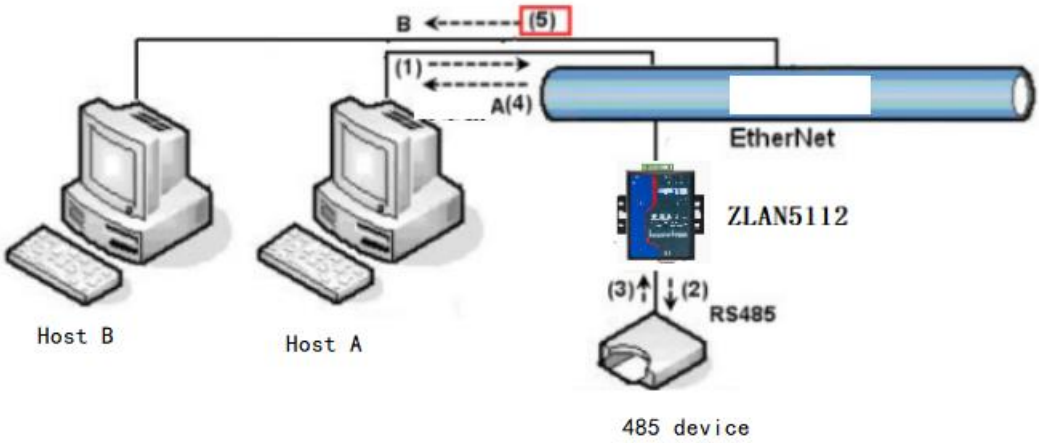

Figure 40 Multi-host function demonstration
As shown in Figure 40, in normal mode, when two hosts: host A and host B are connected to the serial port server at the same time, host A sends (1) instruction, the RS485 device receives (2) instruction, and the RS485 device returns (3) instruction, but the port end of the serial port server sends (4) to host A and (5) to host B at the same time. Because host B did not send the query, but it also received the reply instruction (5), host B may generate a communication exception error. In multi-host mode, there will be only instructions (4) and no instructions (5), because the serial server will automatically remember the host that needs to be returned, and only the command will be returned to the most recent communication host, host A queries will only reply to A, host B queries will reply to host B.
As shown in Figure 40, if the serial port device (RTU device) acts as the primary station and the network port device (Modbus TCP device) acts as the secondary station, there are multiple network port secondary devices at the same time. In this case, you can use the method described in the section about Connecting a Client to multiple servers to enable the serial port server to connect to multiple network ports simultaneously as a client.